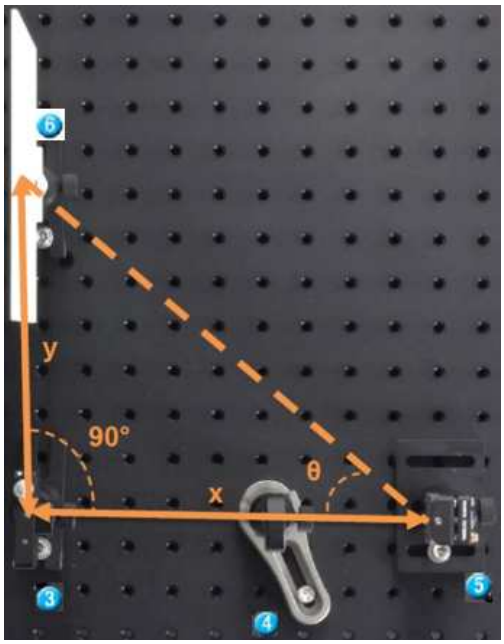

**Figure 5:** Schematic guide to find $\theta_d$.
You cannot easily measure $\theta_d$ directly, but you can derive it from two distances measured on the breadboard (**Figure 5**): the perpendicular distance $x$ from the entry slit ③ to the grating ⑤, and the lateral displacement $y$ from the zero-order position to the first-order diffracted spot on the viewing screen. From these:
1. **Attach the 532 nm bandpass filter** to the LED ①.
2. **Reposition the viewing screen** ⑥ to the same lateral line as the entry slit ③, perpendicular to the slit-to-grating axis (as shown in **Figure 5**). The *y*-value will be measured on the screen from the slit's lateral position to the diffracted spot.
3. **Measure** *x*: the distance along the optical axis from the entry slit ③ to the grating ⑤.